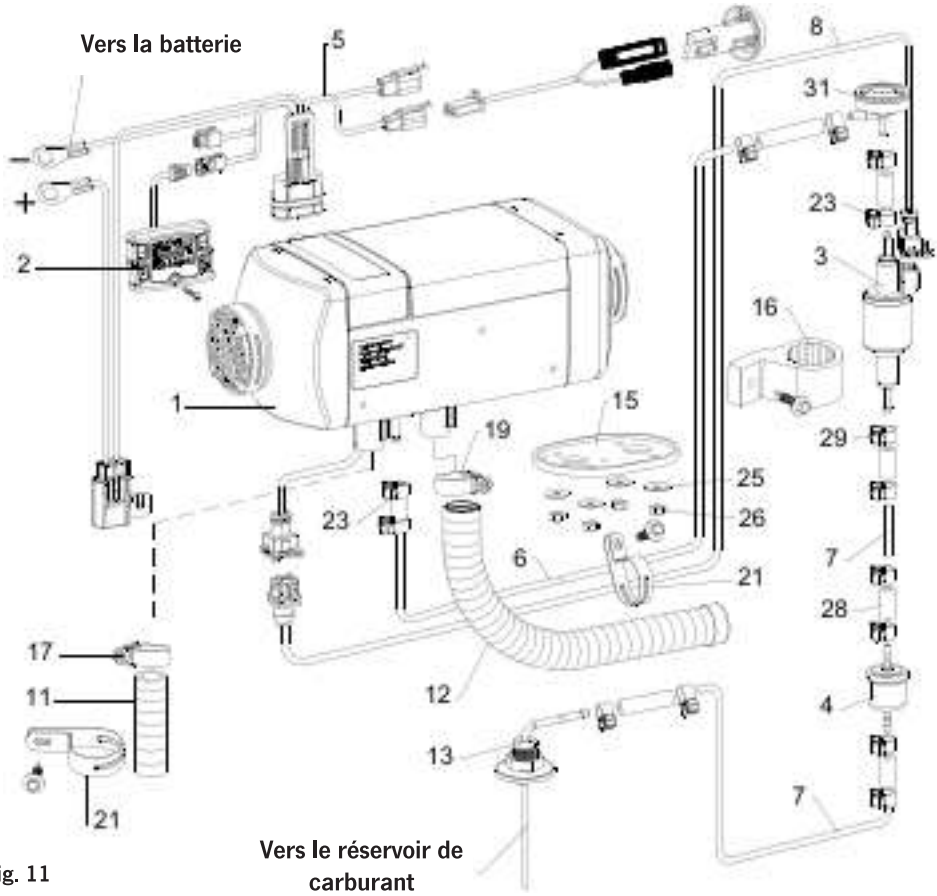

Fig. 11
26. VanHeat 2.0-DH | Informations sur le produit| Liste des pièces de rechange (Voir Fig. 11)